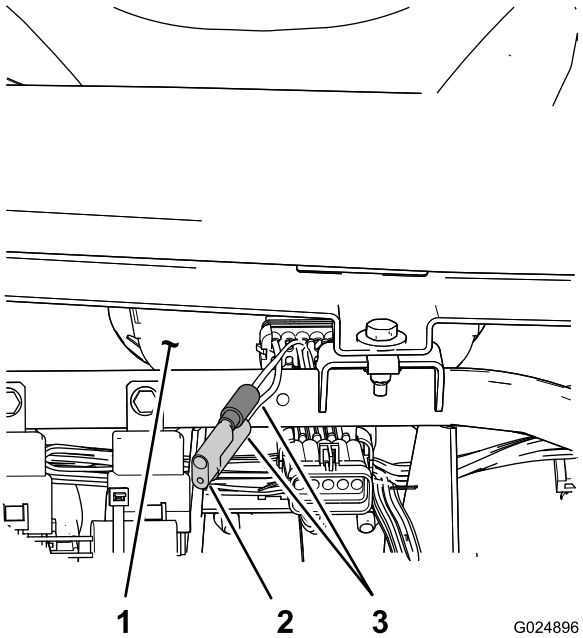

Figur 83
3. Find de to løse ledninger ved siden af speedometeret (Figur 83).
4. Fjern stikket fra ledningsnettet, og forbind ledningerne (Figur 83).